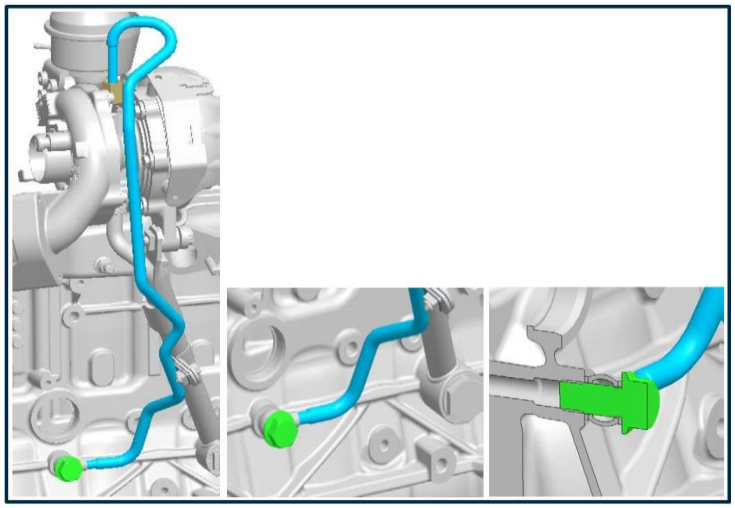

Figure 2
- Unscrew the banjo bolt for the oil supply pipe on the cylinder block. Replace the banjo bolt with the hex head bolt with part number WHT 005 747 (figure 2, in green) and tighten it according to the repair manual to block oil supply to the damaged turbocharger.